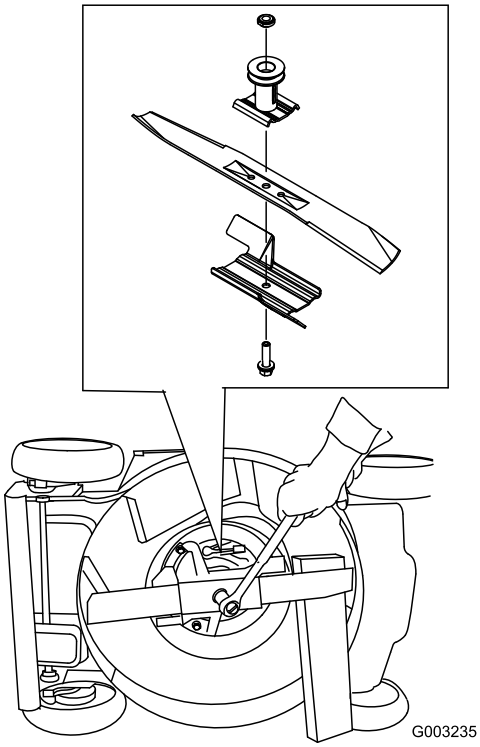

Figure 36
3. Use a block a wood to hold the blade steady (Figure 36).